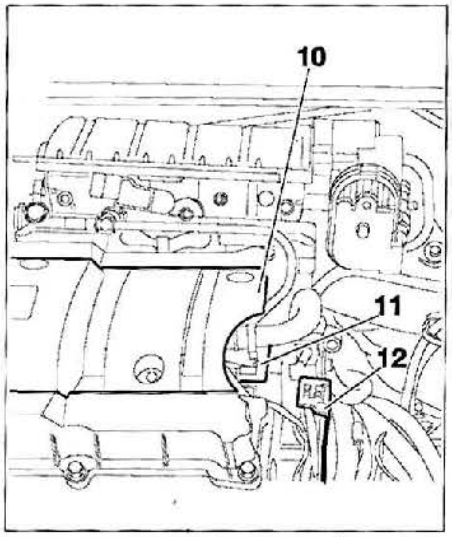
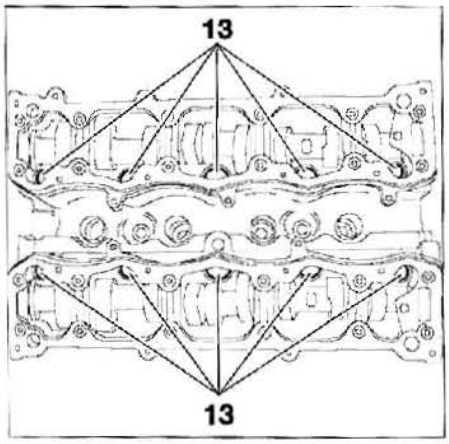

FIG. 25
FIG. 26
• Separar el rácor (4).
• Desmontar **(Fig.25)** :
- la tapa embellecedora (10)
- la caja de bobina compactada (11)
- la placa soporte manguitos (12)
• Aflojar progresivamente y en espiral los tornillos (13) comenzando por el exterior (**Fig.26**). Desmontar los tornillos de culata.